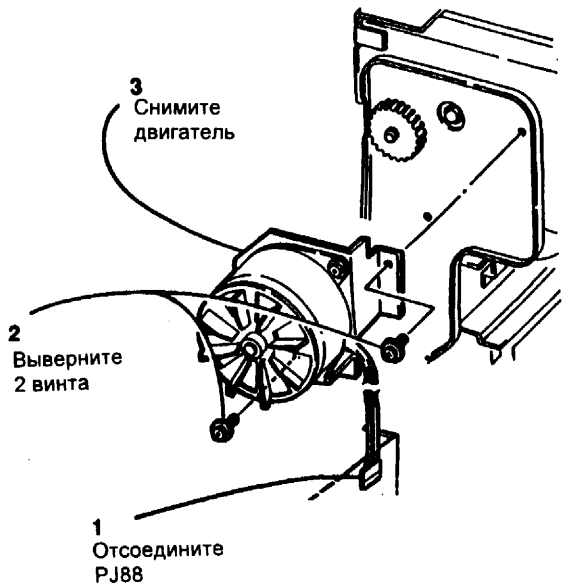

Рис. 2 Снятие двигателя привода сканирования
1. (Рис. 2) Снимите двигателя привода сканирования.